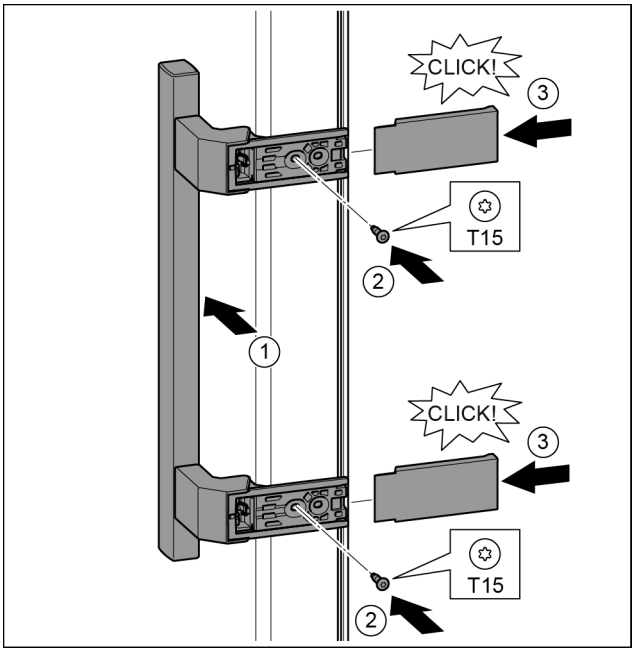

Fig. 19
▶ Coloque el tirador en el lado opuesto. *Fig. 19 (1)*
▶ Atornille los tornillos con el destornillador T15. *Fig. 19 (2)*
▶ Coloque y desplace lateralmente las cubiertas. *Fig. 19 (3)*